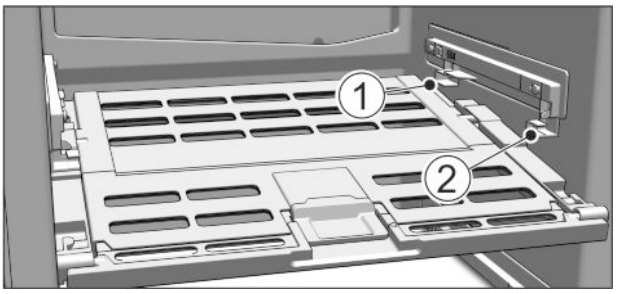

*Fig. 50*
▶ Replacing the Fruit & Vegetable safe cover: Guide the ridges on the cover into the rear brackets *Fig. 50 (1)* and click it into the front bracket *Fig. 50 (2)*.